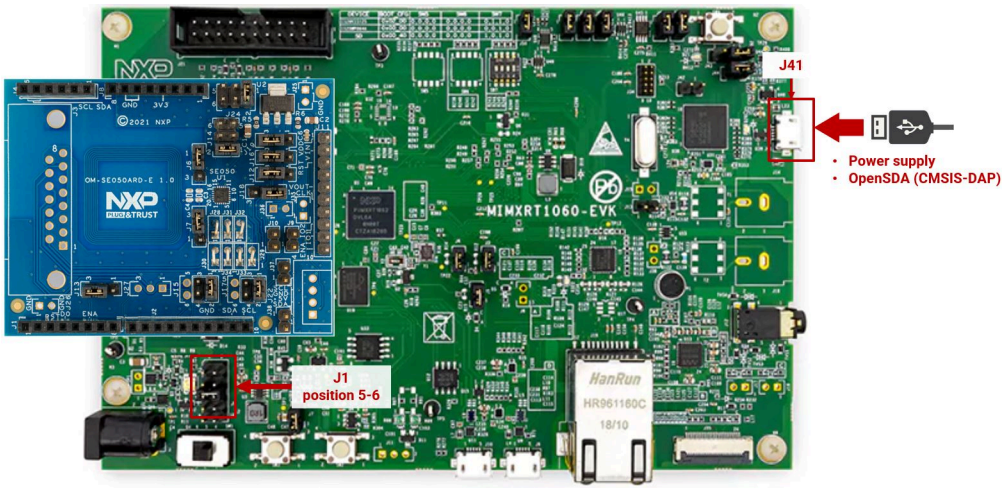

Figure 6. Jumper configuration for i.MX RT1060 EVK board
4. **i.MX RT1060**: configure the **J1** jumper of the i.MX RT1060 EVK board in position 5-6 as shown in Figure 6. With this setting, the board power supply and the DAP-Link debugger will function using the **J41** micro-USB connector.